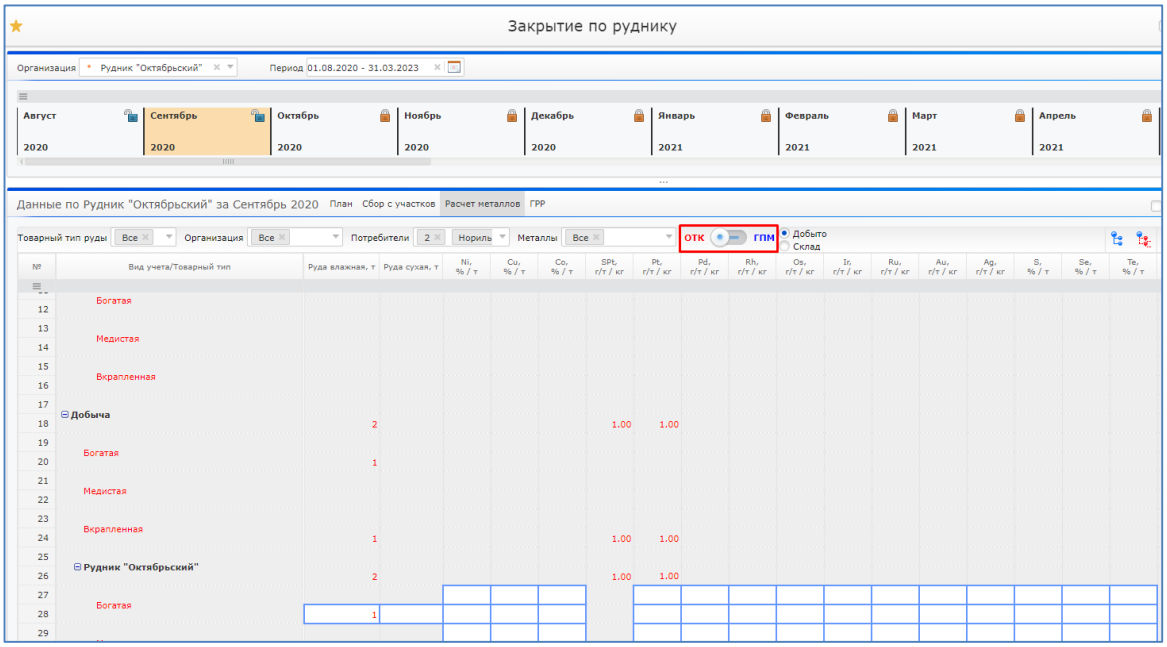

Рисунок 65. Отгрузка
3. Перевести ползунок на значение «Отгрузка» (сделать два клика левой кнопкой мыши) (Рисунок 65);